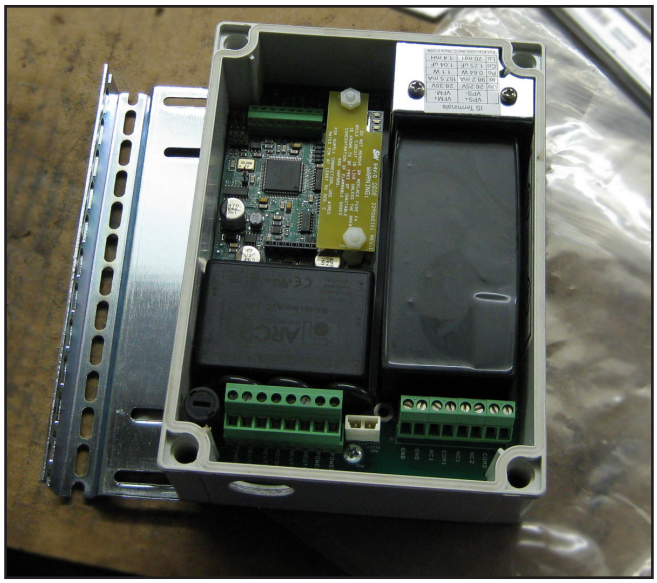

Figure 2: Mounting Bracket Installed
45. Close center door assembly and tighten latch. Refer to Figure 2.